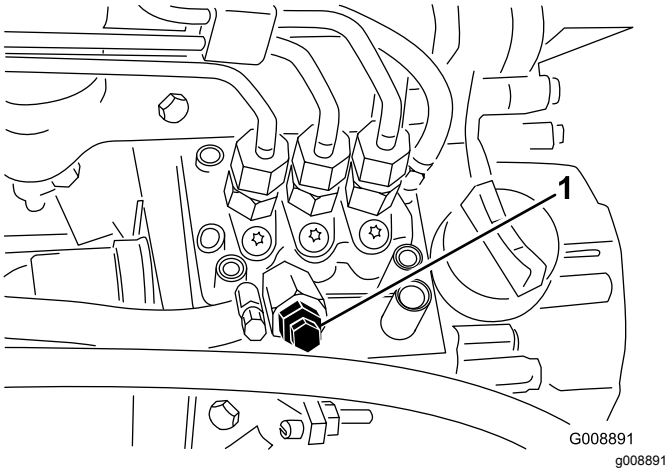

Figur 42
4. Öppna avluftarskruven på insprutningspumpen (Figur 42).